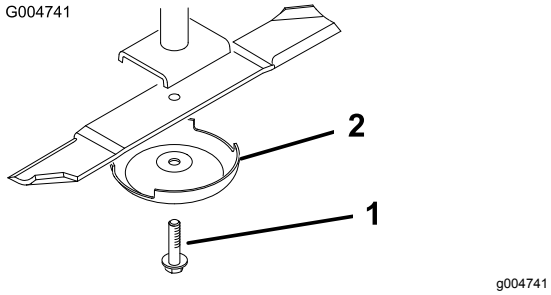

Figur 131
4. Fatta tag i knivens ände med en trasa eller en tjockt vadderad handske och ta bort knivskruven, antiskalbehållaren och kniven från spindelaxeln (Figur 131).